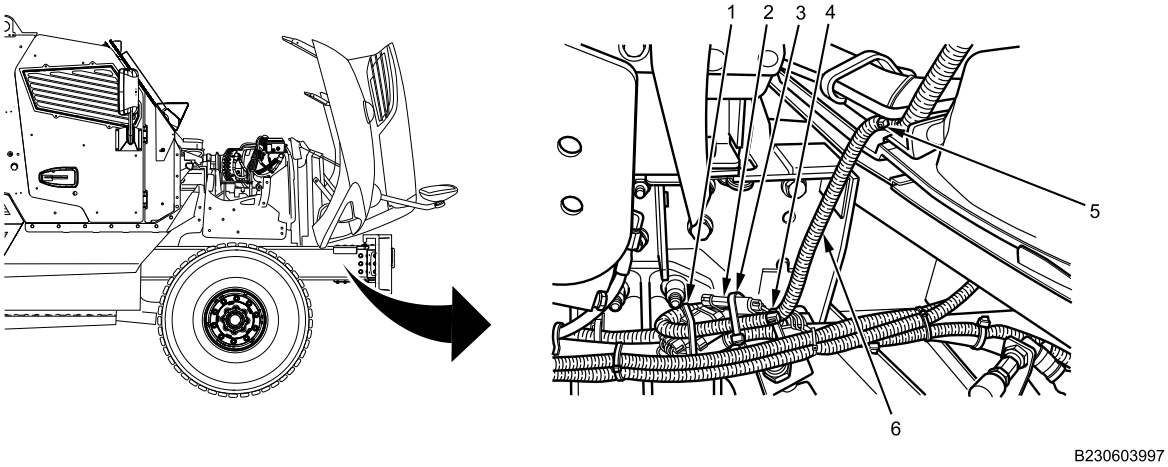

Figure 25. Headlamp and Turn Signal Harness Connector.
7. Connect headlamp and turn signal harness connector (Figure 25, Item 2).
8. Install four new cable lock straps (Figure 25, Item 1, 3, 4, and 5) to headlamp harness (Figure 25, Item 6) and tighten securely.